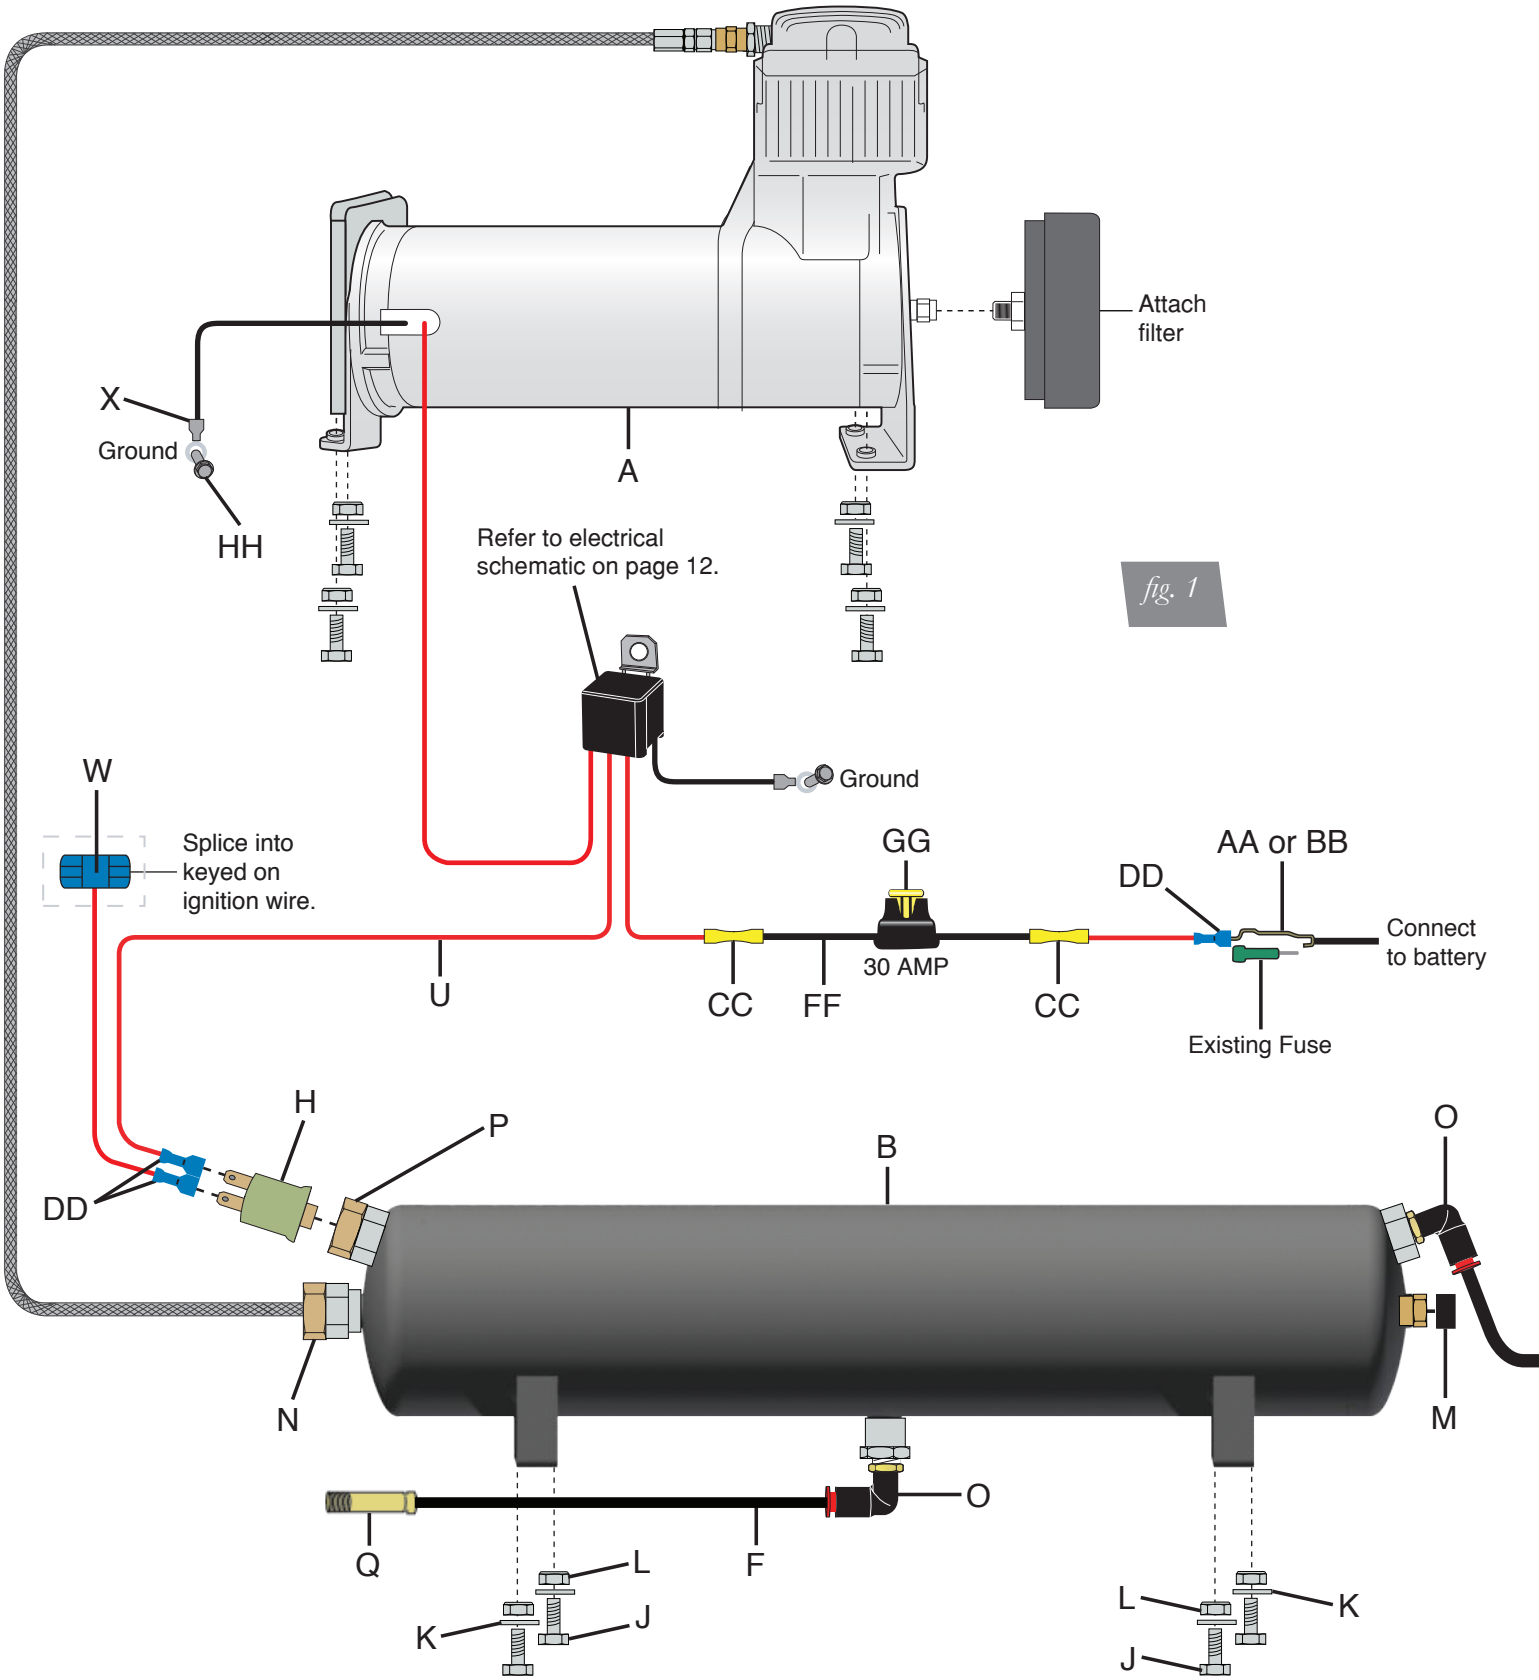

fig. 1
NOTE *For a complete schematic, please see fig. 1. (pages 8 – 9)*
1. Prepare the compressor intake. If inside the vehicle, attach filter to port on end of compressor (fig. 1). If the compressor is located outside the vehicle, snorkel inlet filter to a dry location inside vehicle using components supplied with the compressor.
Tank pre-assembly (see fig. 1)
Tank install (see fig. 1)